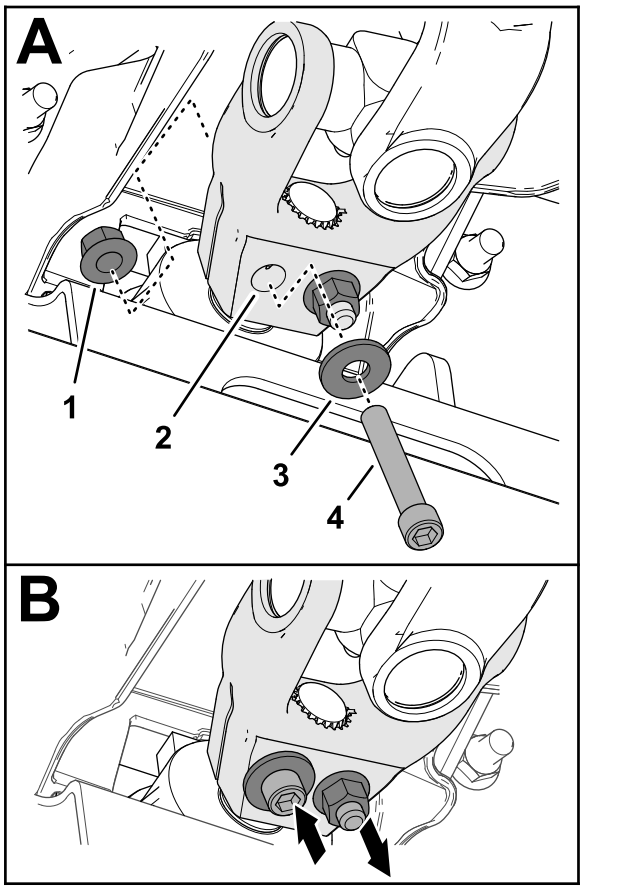

**Figura 19**
6. Montate un bullone senza dado a brugola (⅜" x 2¼") attraverso una rondella (⅜") e il foro nella forcella dell'albero di trasmissione (Figura 19), e fissate il bullone senza dado con un dado di bloccaggio flangiato (⅜").
7. Montate un bullone senza dado a brugola (⅜" x 2¼") attraverso una rondella (⅜") e il foro nella forcella dell'albero di trasmissione dalla direzione opposta (Figura 19), e fissate il bullone senza dado con un dado di bloccaggio flangiato (⅜").